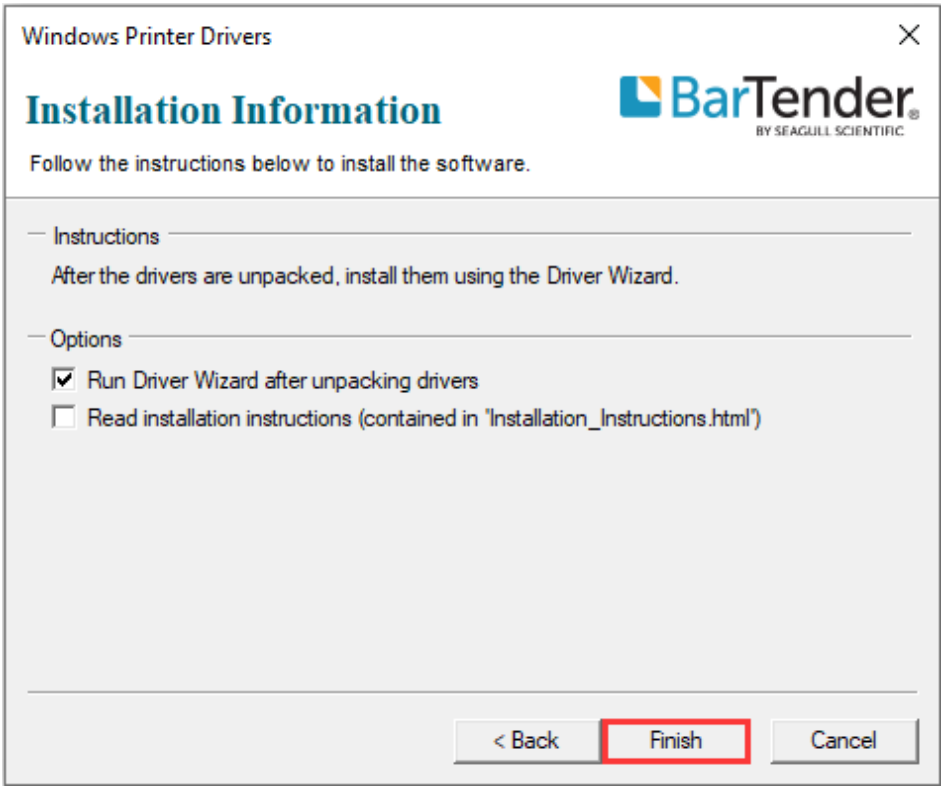

Figure 2-21 Installation Information Screen
5. On the "Installation Information" screen, check the box that says "Run Driver Wizard after unpacking drivers", then click "Finish", as shown in Figure 2-21.